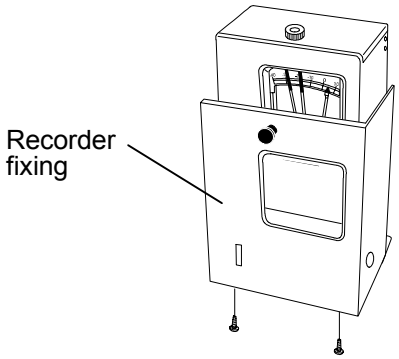

Fig. 2
2. Attach the temperature recorder (MTR-4015LH) to the recorder fixing (MPR-S30) by referring to the instruction manual enclosed with the recorder fixing. [Fig. 2]